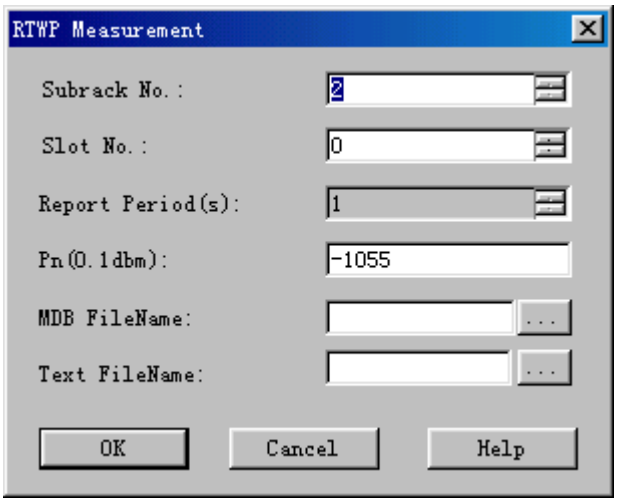

Figure 9-3 RTWP Measurement dialog box
2) Click **Create Monitor Task**. The system displays the **RTWP Measurement** dialog box, as shown in Figure 9-3.
2) Click **Create Monitor Task**. The system displays the **Clock Test** dialog box, as shown in Figure 9-3.